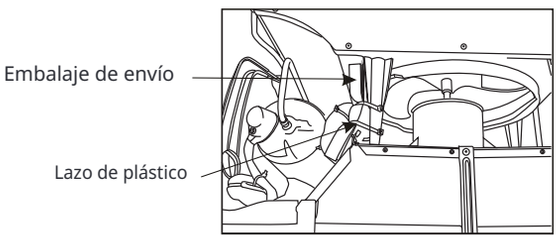

Fig.7
10. Es posible que su unidad venga con embalaje interno. Este embalaje debe retirarse antes de instalar el aire acondicionado de nuevoen el mueble (ver Fig. 7).